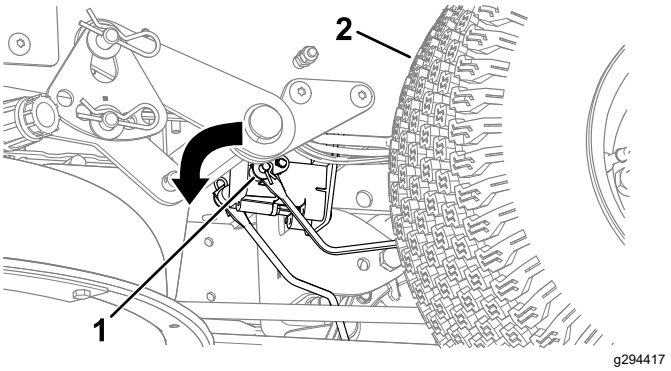

Figur 53
4. Find det sted på den elektriske bremses aksel, hvor bremseforbindelsesarmen er tilsluttet (Figur 53).
5. Drej akslen fremad for at deaktivere bremsen som vist på Figur 53.